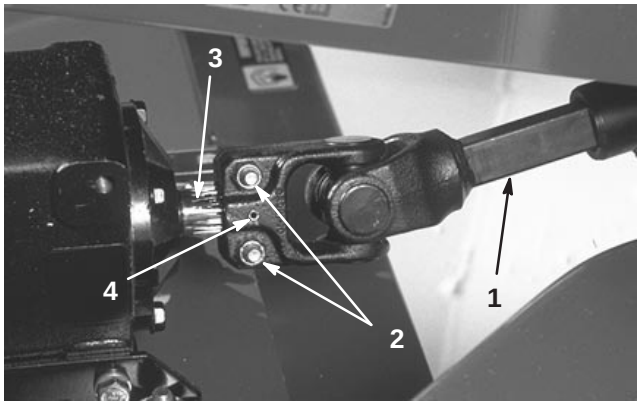

Figure 8
3. Slide the male PTO shaft into the female PTO shaft. Align the gear case input shaft with the PTO shaft and slide them together. Secure them with the roll pin and tighten the bolts and locknuts (Fig. 8).